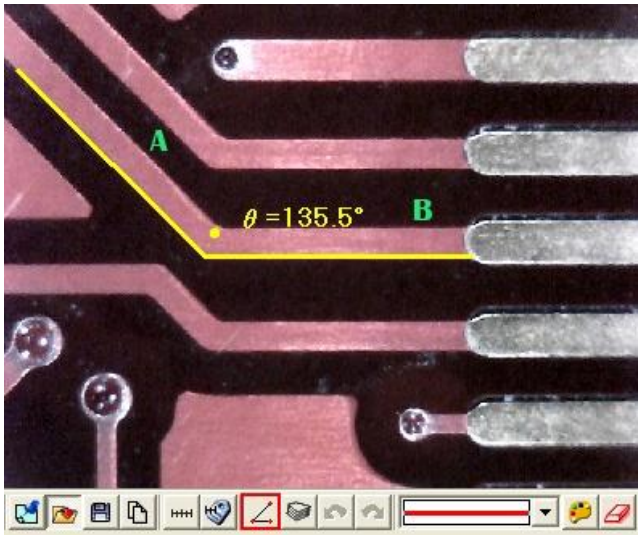

Fig 5-68 3 Points Angle
(7) 3 Points Angle: Measure the angle on the object and use . It can see an angle on the object, draw a line and stop at the corner of angle, and then draw the other line from the angle; the angle can be automatically calculated. See Fig 5-68, a dot shows the measured angle, it is 135.5 ^{o}.